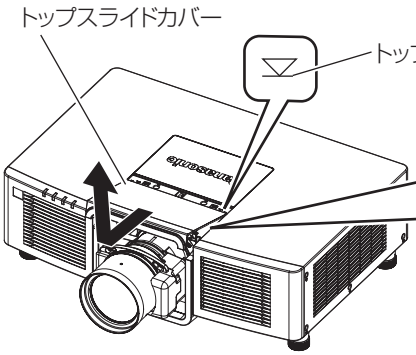

図2
2) **トップスライドカバーを取り外す（図 2）**
5)　トップスライドカバーを取り付ける（図 2）